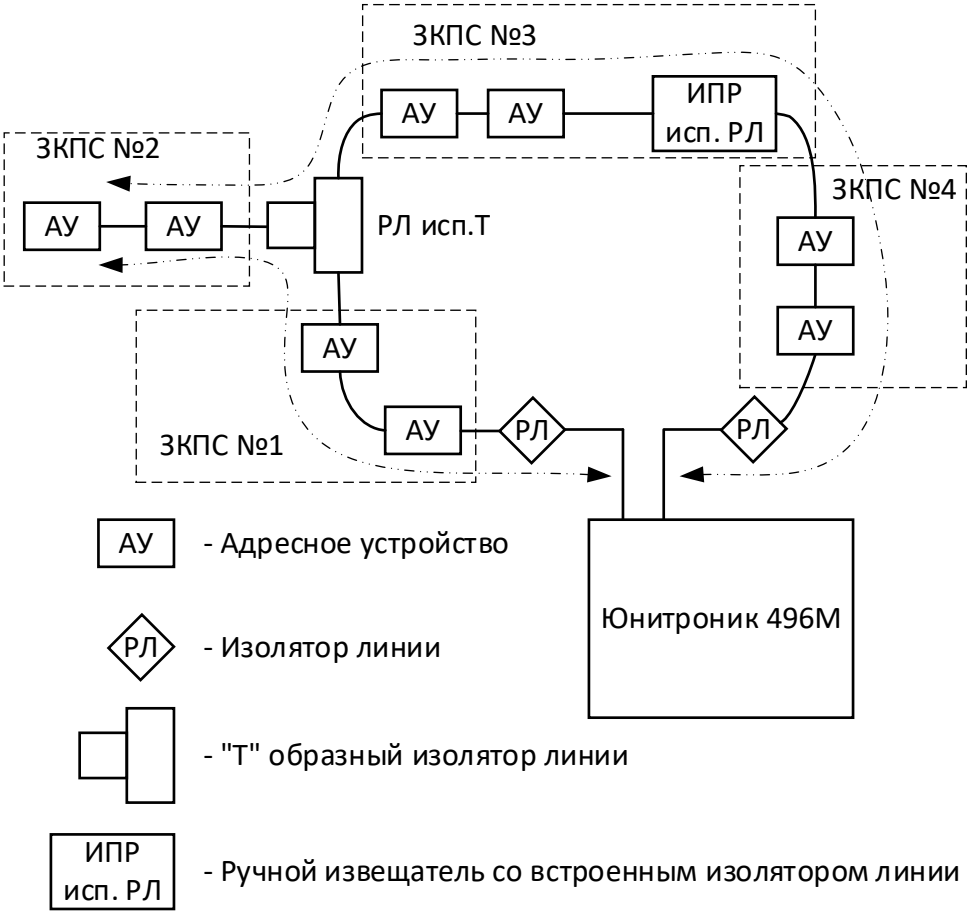

Рис. 12. Топология кольцевой адресной линии с ответвлениями.
3.9.3. Допускается применять топологию кольца с ответвлениями, как показано на рис.12. Для выполнения требований п.6.3.4 СП484.1311500.2020 ответвление должно быть подключено к кольцевой адресной линии через трехвходовый изолятор РЛ-2 исп.Т и содержать либо автоматические, либо ручные извещатели, принадлежащие не более чем одной ЗКПС.